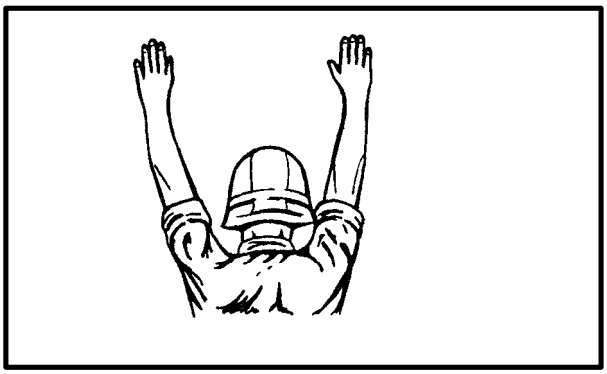

*Figure 5-5. Assume Guidance*
**(1)** The signalman identifies himself and the load for the pilot by holding up both arms,palms forward, as in Figure 5-5. As the pilot continues his approach, the signalman should move to one side or the other so the pilot can easily see his hand-and-arm signals.